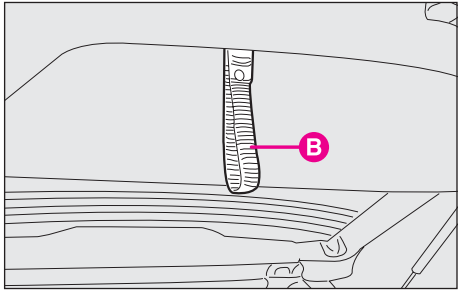

fig. 153
– lower it by using handle **B-fig. 153**, then press on the lock until you hear the door catch.